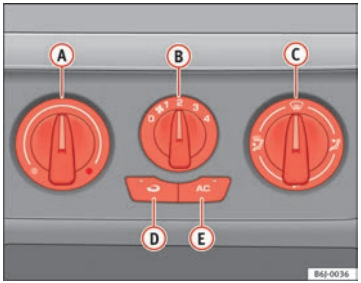

Fig. 101 Air conditioning controls on the dash panel
– Using the controls ⇒ fig. 101 (A) and (C) and with the switch (B) you can adjust the temperature, the air distribution and the blower speed.
– To switch a function on or off, press the appropriate button (D) or (E). When the function is activated, a red warning light on the button is turned on.
– Close outlets (3)
– Open and turn outlets (4) towards side windows